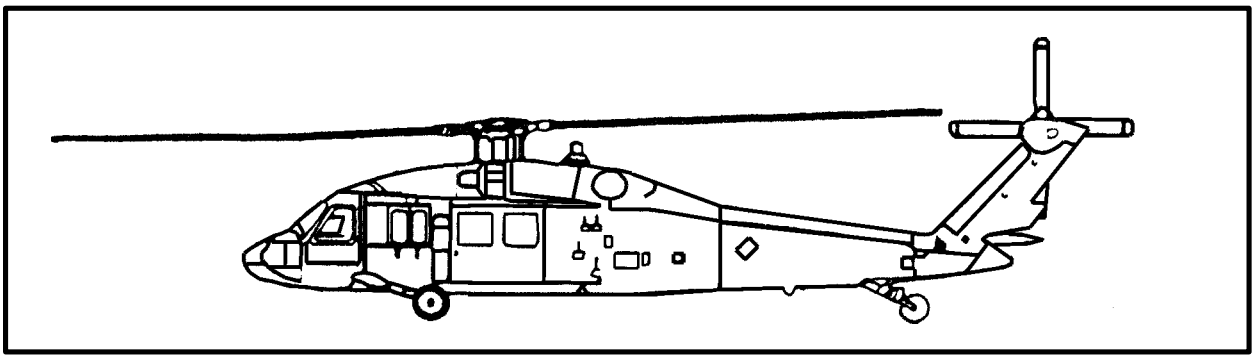

*Figure 2-21. H60 Blackhawk*
**h. H-60 Blackhawk.** The H-60 (Figure 2-21) is a twin engine, single main rotor helicopter manufactured by Sikorsky Aircraft. Its primary mission is to aerial deliver personnel, supplies, and equipment or perform antisubmarine warfare duties.